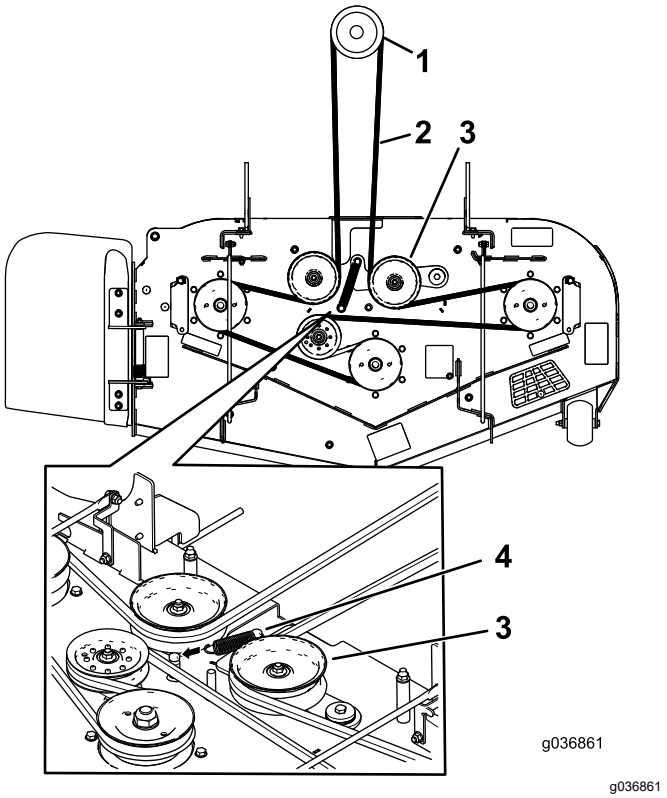

Figure 74
7. Acheminez la courroie neuve autour des poulies du tablier de coupe et de la poulie d'embrayage, sous le moteur (Figure 74).
8. Installez le ressort de la poulie de tension (Figure 74).